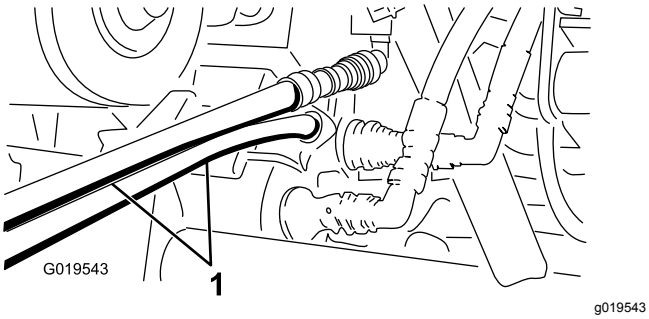

**Figuur 78**
5. Sluit de twee slangen op de andere machine aan op de koppeling die nog in de beugel van de koppeling zit (sluit de bovenste slang aan op de bovenste koppeling en de onderste slang op de onderste koppeling) (Figuur 78).